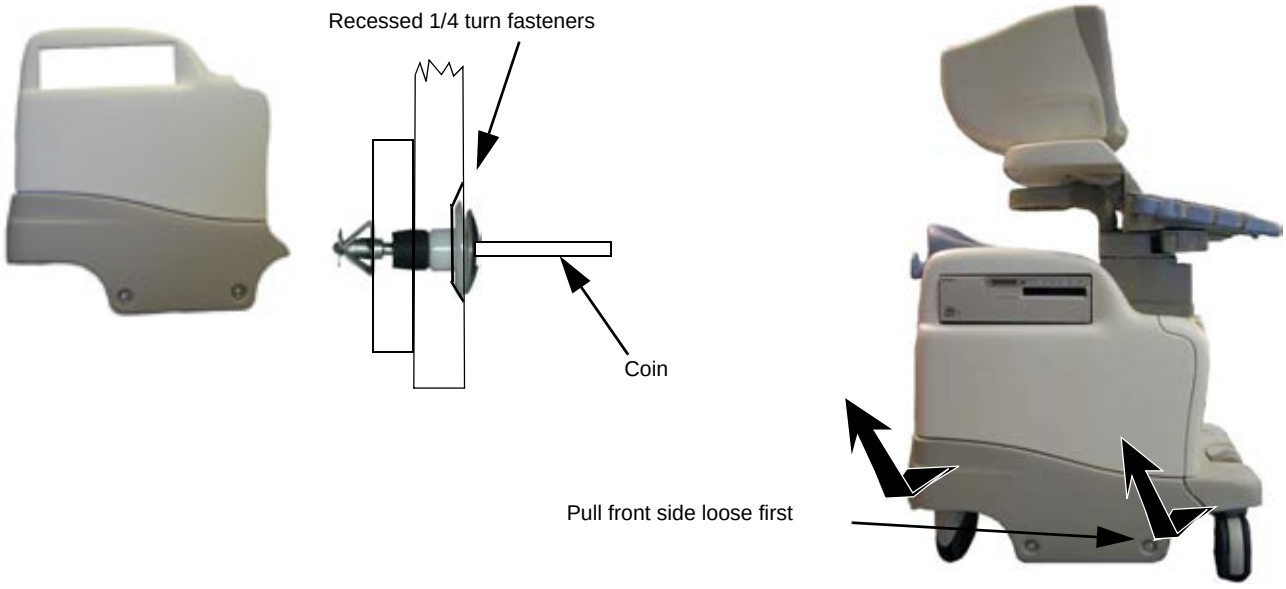

Figure 8-2 Removal of Side Covers
4.) Lift the side cover gently upwards until the three hooks at the top of the side cover are free from the three retainer slots in the top cover as shown in Figure 8-2.
NOTE: Figure 8-2 shows the right-side cover being removed. Repeat the same steps listed above to remove the left-side cover.